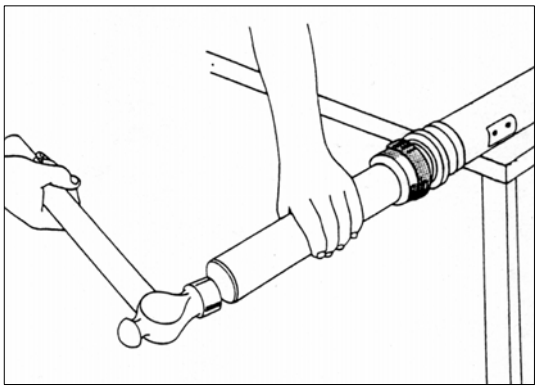

РИС. 260
7) Установите одну манжету и подвесной подшипник на хвостовую часть передней части карданного вала (см. рис. 260).